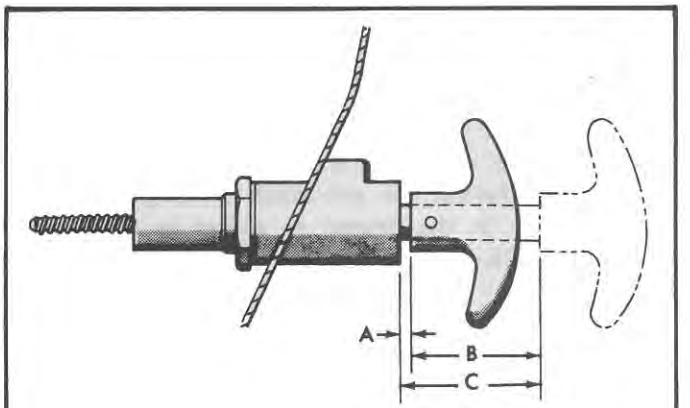

Figure 26
10. Place the handle in the "IN" detent position. Using a scale or other suitable measuring tool, measure the distance the handle travels from detent to detent or from the full "IN" to the "OUT" position. This distance must be within $1\frac{3}{8}$-$1\frac{7}{16}$ in. (35.0-36.5 mm). If the measurement obtained is not within specifications, readjust the handle until the correct measurement is obtained. See Figure 26.